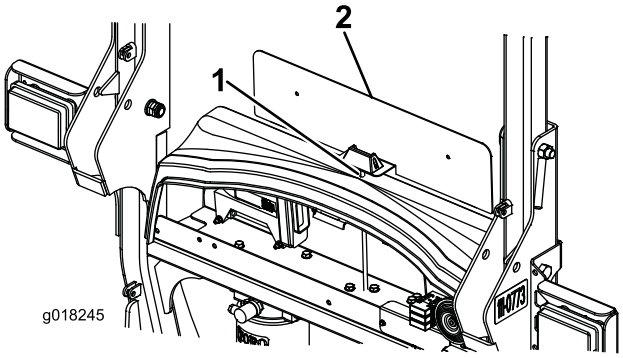

Figure 8
1. In the center of the plastic bulkhead cover, approximately 40mm (1–1/2 inches) from the front, drill a 8mm diameter hole (Figure 8).